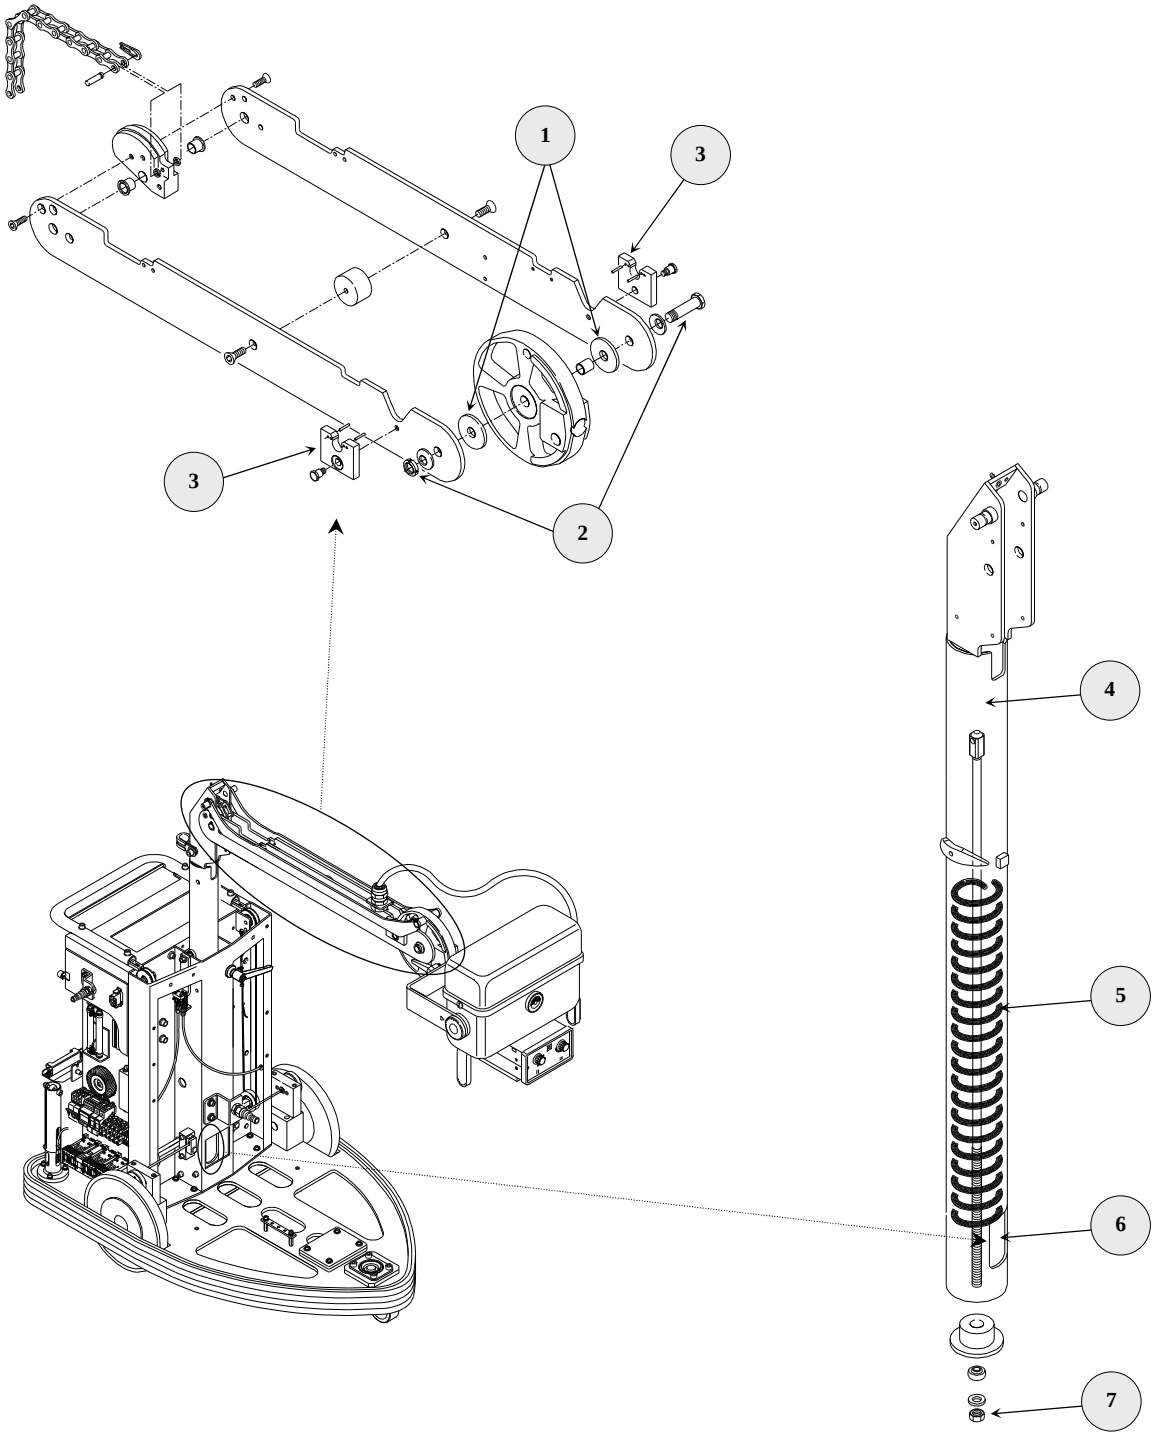

FIGURE 8 - EXPLODED VIEW OF THE PANTOGRAPH ARM
2.3.3 ARM-X-RAY TUBE HEAD BALANCING SYSTEM (SEE FIGURE 8)
2.3.4 LOCKING THE ARM IN THE TRANSPORT POSITION (SEE FIGURE 8)